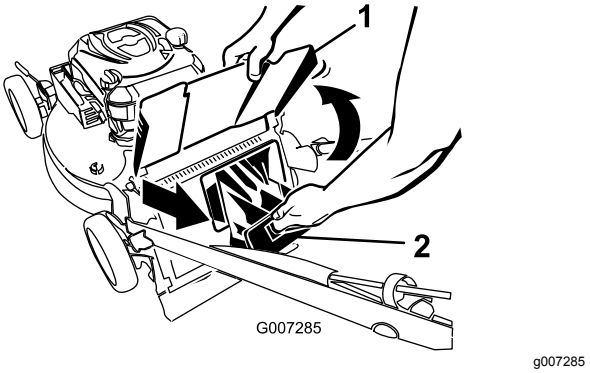

Figur 23
2. Hev og hold oppe den bakre utslippsavlederen (Figur 23).
3. Trekk ut bakre utslippsplugg (Figur 23).